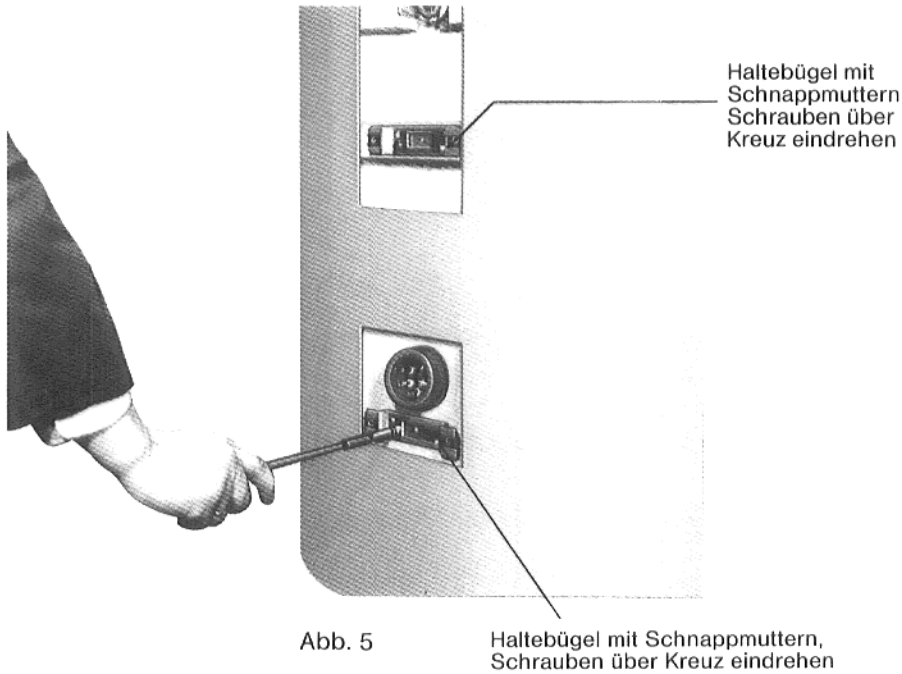

Abb. 5
1. Haltebügel an Speicherbügel mit Gewindeschneidschrauben über Kreuz anschrauben (Speichergröße 150 l – 300 l bereits werksseitig montiert, Abb. 5 u. 6).